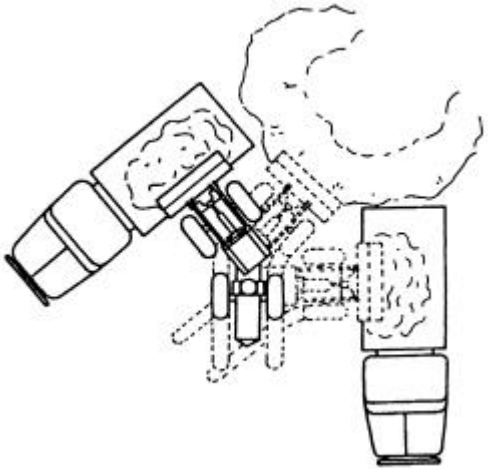
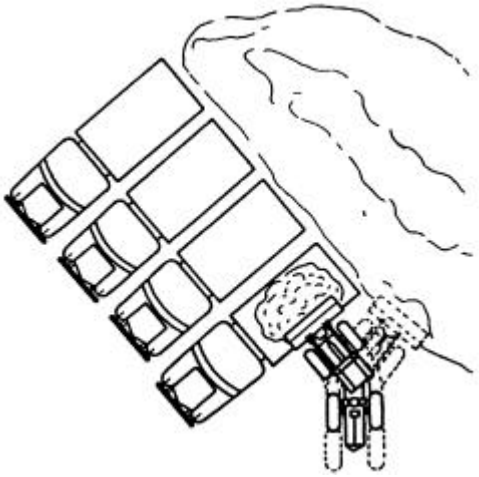

Fig. 4.38."V" Loading Method
Fig. 4.39. Step Loading Method
1. When loading from a bank or stockpiling, use the V-method shown in Fig. 4.38, or the step loading method shown in Fig. 4.39. Keep the trucks close to the work area to minimize loader travel. Keep work areas clean and level. When possible, spot the next truck to be loaded on the opposite side as shown in Fig. 4.38.
Approach the bank or stockpile with the engine at full governed speed. Keep the bucket flat, working into the material at or near ground level. As the bucket penetrates the material, raise the bucket slightly. When the material boils to the top of the spillboard, roll the bucket all the way back, raise the bucket to provide ground clearance and, at the same time, disengage the forward travel of the loader as shown in Fig. 4.38. Back away in an arc from the bank or stockpile as show in Fig. 4.38 and 4.39 just far enough to allow turning of the loader for the approach to the truck. Digging in hard material can be aided by "wiggling" the bucket edge immediately after penetration. Operate the bucket control lever alternately between the roll back and dump positions. This action will loosen the material and improve bucket loading. Coordinated operation of the two hydraulic control levers as the bucket enters the material will yield satisfactory bucket loads. The boom assy need not be fully raised to dump the bucket. Adjust the dump height to the height of the side of the loaded vehicle.
Raise the bucket to provide ground clearance and, at the same time, disengage the forward travel of the loader. Back away in an arc from the bank or stockpile as shown in Fig. 4.38 and 4.39 just far enough to allow turning of the loader for the approach to the truck.